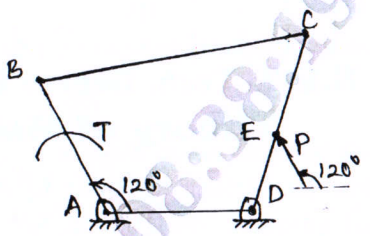

Fig.Q3(b)
b. A four bar mechanism as shown in Fig.Q3(b), is acted upon by a force P = 100$\angle 120^0$ N on link CD. The dimensions of various links are AB = 40 mm, BC = 60 mm, CD = 50 mm, DA = 30 mm and DE = 20 mm. Determine the magnitude and direction of input toque 'T' on the link AB for the static equilibrium of the mechanism. **(14 Marks)**